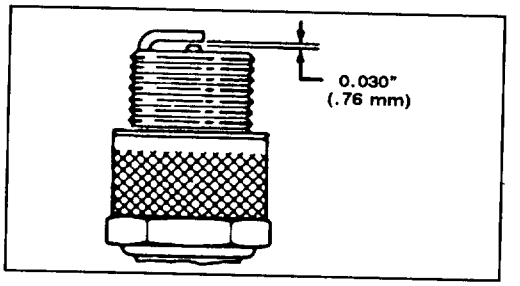

**Figure 14**
3. Set air gap at 0.030" (0.76 mm) (Fig. 14). Install correctly gapped spark plug and gasket seal. Tighten plug firmly to 15 ft-lb (20 N·m).